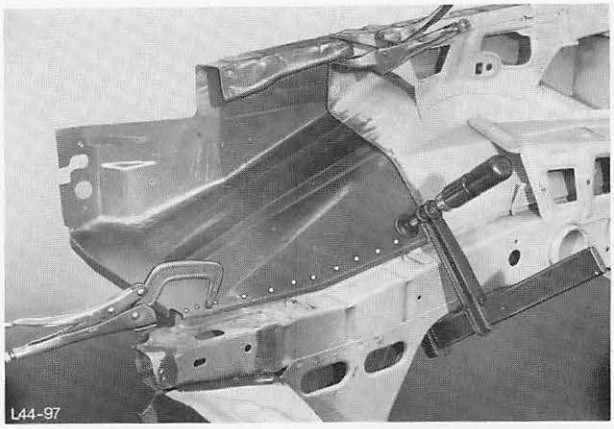

Abb. 93 Neuteil anpassen und mit Spannzangen befestigen
13. Teileinsatz-Stehblech einpassen und mit Spannzangen befestigen, Abb. 93.